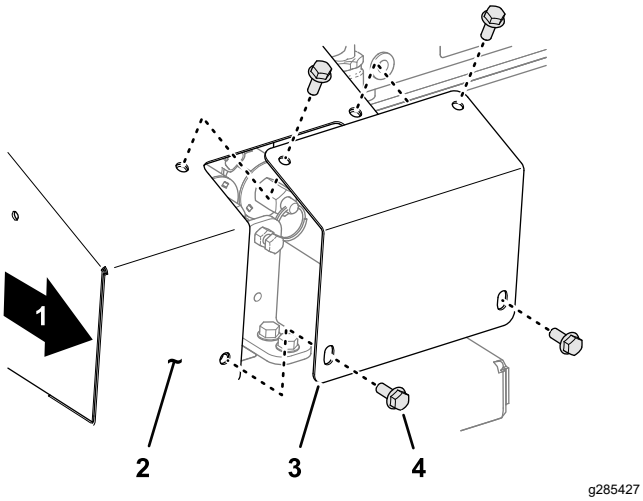

**Rysunek 32**
1. Z prawej strony maszyny odkręć 4 śruby kołnierzowe mocujące pokrywę do osłony sterowania ręcznego (Rysunek 32).